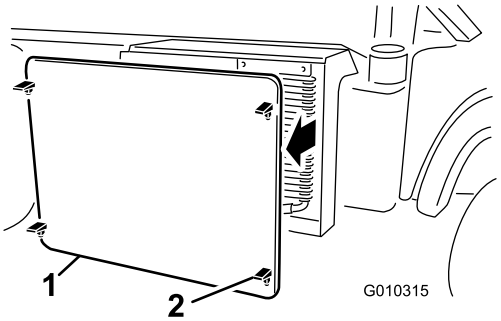

Figur 58
2. Løsne og fjern radiatorskjermen fra forsiden av radiatoren (Figur 58).